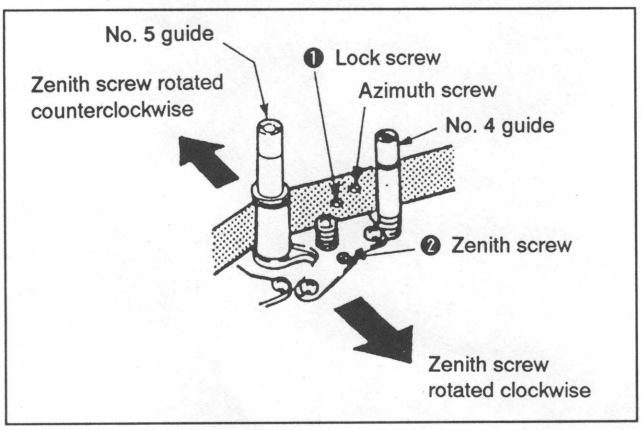

Fig. 7-73.
1) Play back the alignment tape (WR5-7NE) for tracking and turn No. 4 guide and No. 5 guide counterclockwise to make the tape running on the exit side free. (See Fig. 7-73.)
iii) Rotate the lock screw ❶ clockwise to tighten. (See Fig. 7-73.)